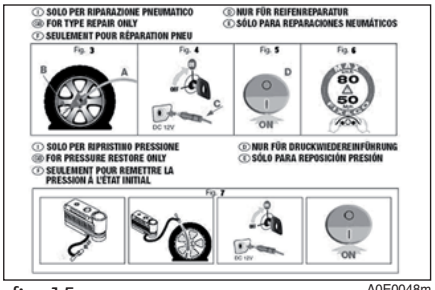

fig. 15 A0E0048m
- ❒ instruction brochure **fig. 15**, to be used for prompt and proper use of the quick repair kit and to be then handed to the personnel charged with handling the tyre treated with the tyre repair kit;